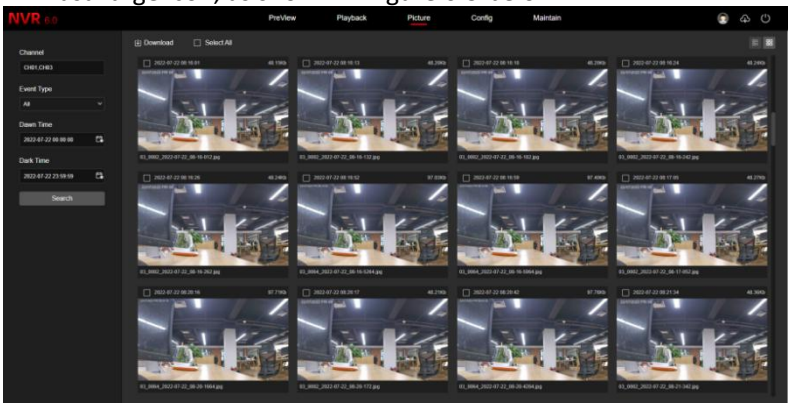

Figure 6-9
- **Big icon:** The image searched by clicking "" is displayed in the list asa large icon, as shown in Figure 6-9 below: